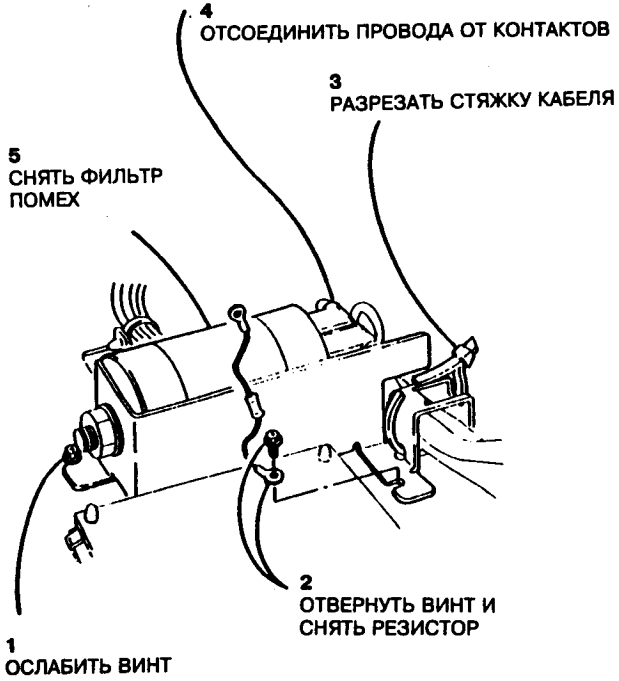

Рис.1 Снятие фильтра помех
4. Снять фильтр помех (рис.1).